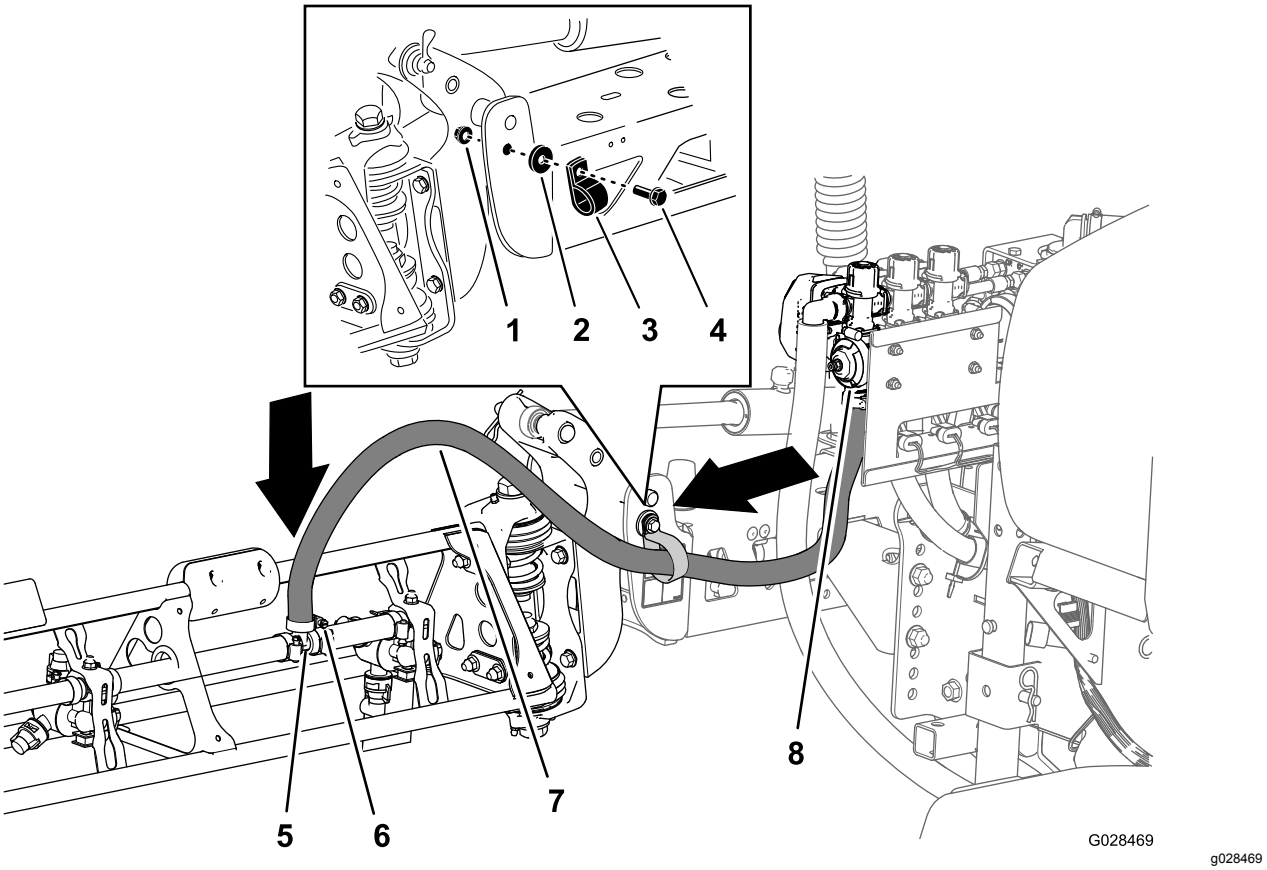

Figur 33
1. Dra sprutrampssektionens slangar enligt Figur 32 och Figur 33.
2. Fäst sprutrampsslangen på framsidan av centersprutrampssektionen (Figur 32 och Figur 33) med en R-klämma, en ansatsbult (5/16 x 1 tum), en låsmutter (5/16 tum) och en bricka (5/16 tum).
3. Montera sprutrampssektionens slang på T-kopplingen med hullingar vid sprutrampssektionen och fäst slangen med en slangklämma (Figur 32 och Figur 33).